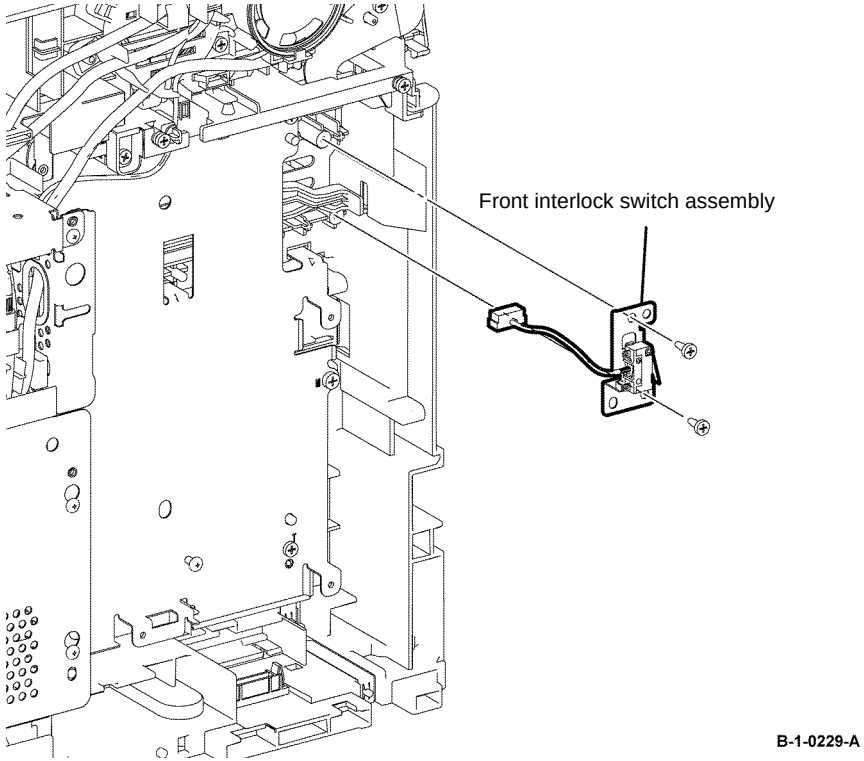

Figure 1 Front interlock switch assembly removal
12. Remove two screws (silver, tapping, 8mm), then remove the front interlock switch assembly, Figure 1.